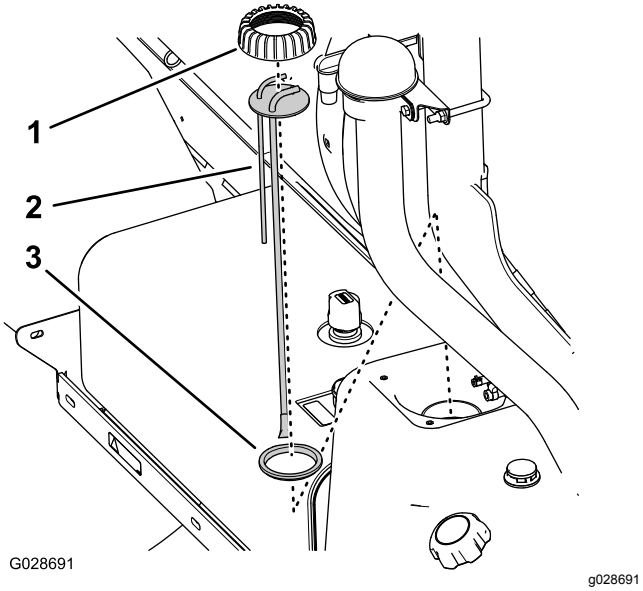

Figur 79
5. Rotera stigrörets/sändarens lock moturs och ta sedan bort locket (Figur 79).
6. Lyft bort stigrörs-/sändarenheten från bränsletanken (Figur 79).
1. Fäst stigrörslocket på stigröret och placera röret mot packningen (Figur 79).
2. Rikta stigrörslocket, stigröret och packningen mot tanken och för försiktigt in den nya stigrörsenheten i bränsletanken (Figur 79).
3. Skruva fast locket på bränsletankens rör och dra åt det för hand (Figur 79).